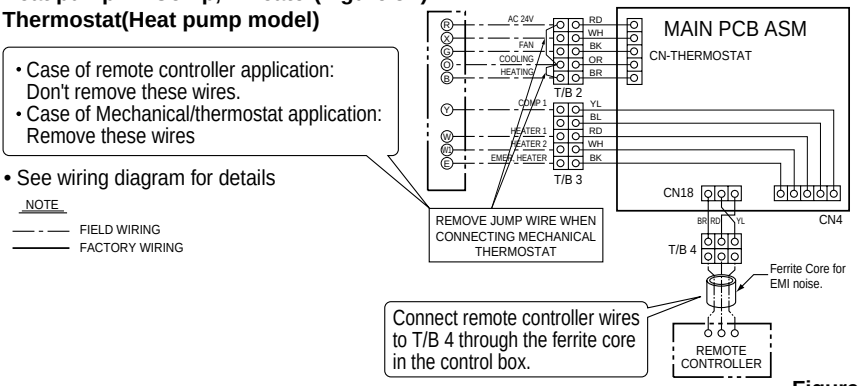

Figure 5E
■ **Heat pump - 1 Comp, 2 Heater(Figure 5E)**